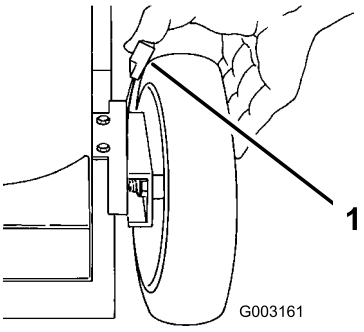

Bild 17
1. Ziehen Sie den Radhöheneinstellhebel zum Rad (Bild 17) und schieben Sie ihn in die gewünschte Stellung.